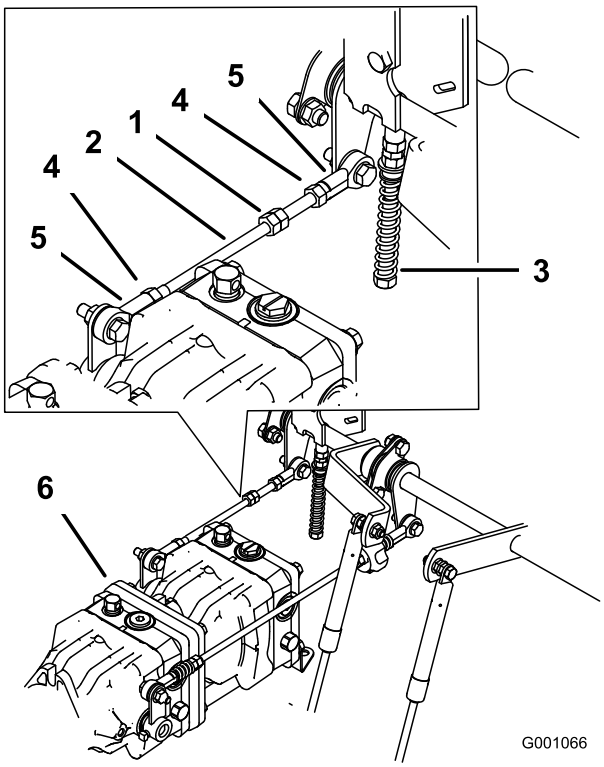

Figur 74
1. Løsn låsemøtrikkerne ved kugleleddene på pumpestyrestangen (Figur 74).
3. Juster pumpestangens længde ved at dreje dobbeltmøtrikkerne på pumpestangen i den relevante retning, indtil hjulet står stille eller kryber en smule i bakgear (Figur 74).
6. Stram låsemøtrikkerne ved kugleleddene (Figur 74).